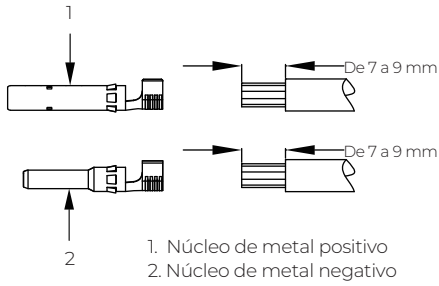

Figura 6.12.1
Paso 2: Utilice pelacables para pelar la capa aislante de los cables de alimentación positivo y negativo. Para conocer la longitud específica de pelado, consulte la Figura 6-12-1.